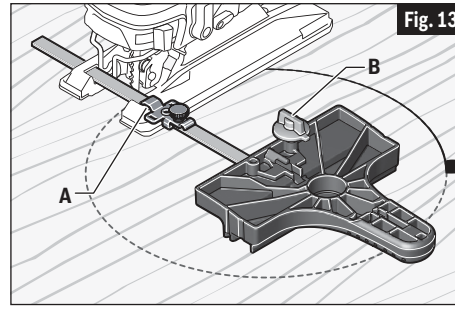

Fig. 13
4. Insert guide bar through a clamp, then through the slots provided in foot, from either side of foot (Fig. 13). (If possible, place second clamp on bar from opposite side of jig saw).